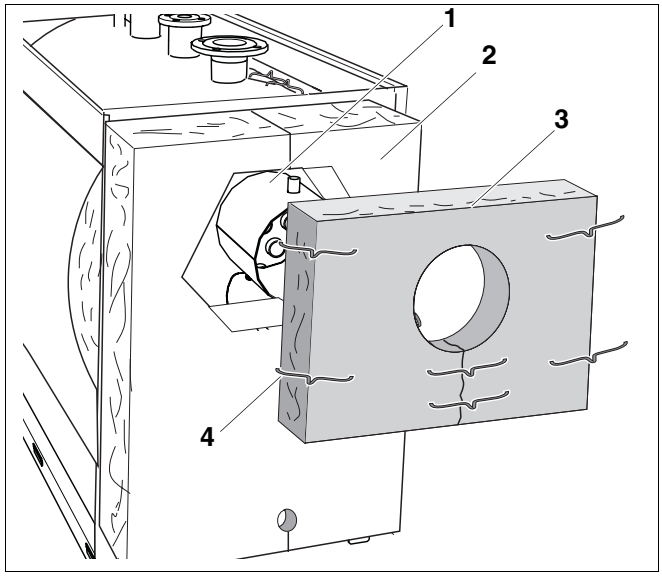

Rys. 22 Montaż izolacji cieplnej kolektora spalin
- Nałożyć izolację cieplną kolektora spalin (rys. 22, **poz. 3**) wycięciem na króciec spalinowy (rys. 22, **poz. 1**).
- Przymocować izolację cieplną kolektora spalin (rys. 22, **poz. 3**), w sposób przedstawiony na rys. 22, przy pomocy klamer (rys. 22, **poz. 4**) do izolacji cieplnej korpusu kotła (rys. 22, **poz. 2**).